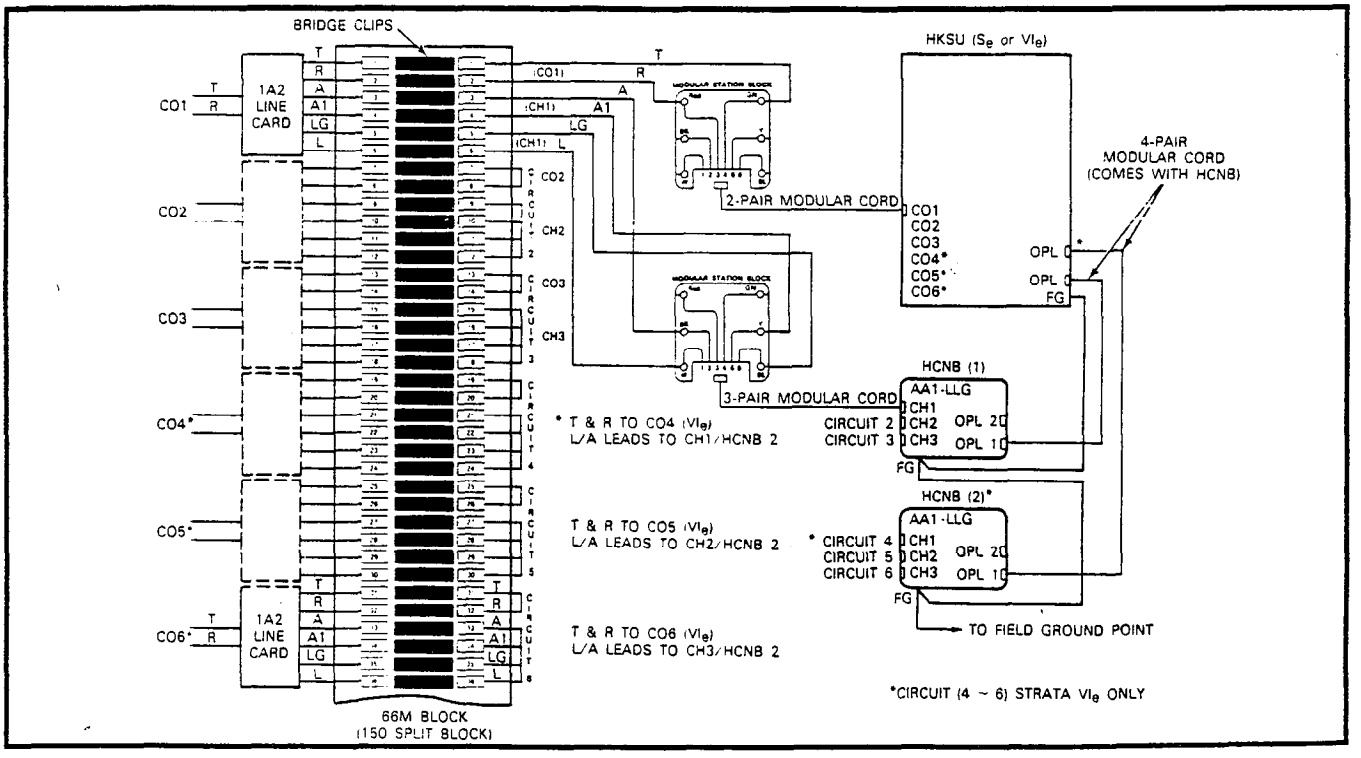

FIGURE 26—HCNB CONNECTIONS
1) Connect tip/ring, lamp and A lead connections per Figure 26.